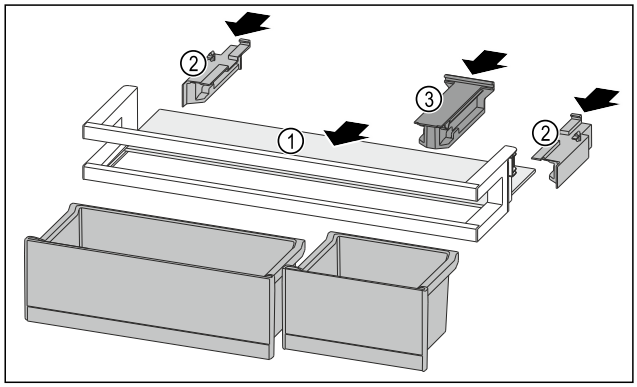

Fig. 258
- ▶ Push the shelf *Fig. 258 (1)* into the side recesses.
- ▶ Insert the side parts *Fig. 258 (2)*.
- ▶ Insert the holding part *Fig. 258 (3)*.